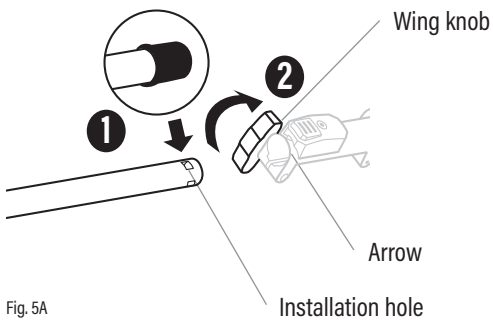

Fig. 5A
1. Remove the tube protection cap before installation. (Fig. 5A, 1)
2. Loosen the wing knob. (Fig. 5A, 2)